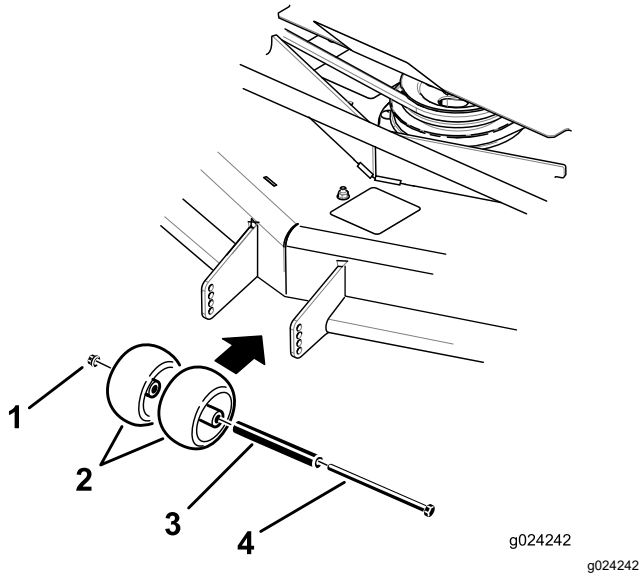
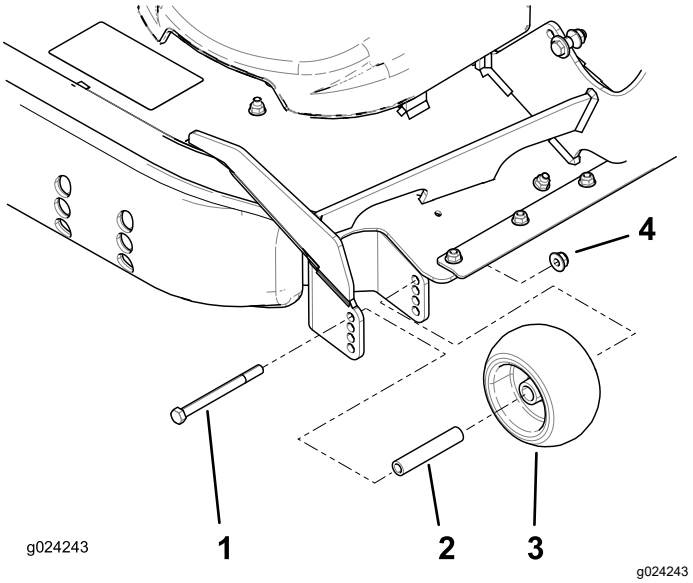

Figuur 32
Figuur 33
3. Stel de antiscalpeerrollen af zoals wordt getoond in Figuur 32 en Figuur 33.